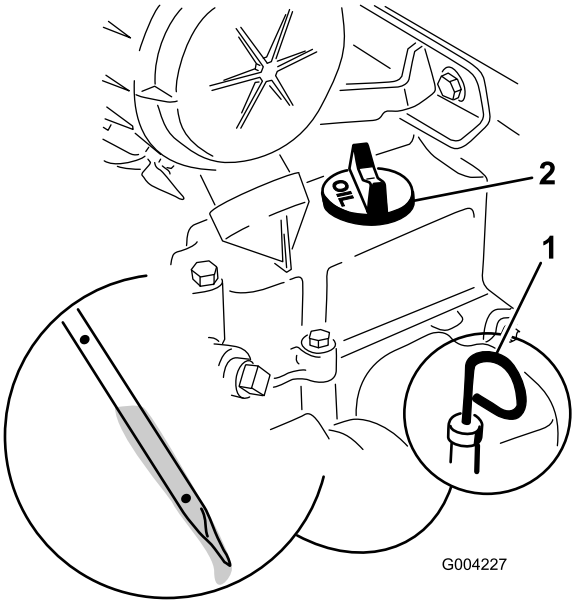

Figur 17
4. Gör rent runt oljestickan (Figur 17).
5. Drag ut oljestickan och torka av metalländen (Figur 17).
6. Stick ned oljestickan helt i oljestickans rör (Figur 17).
8. Om oljenivån är låg, rengör runt oljepåfyllningslocket och ta loss påfyllningslocket (Figur 17).